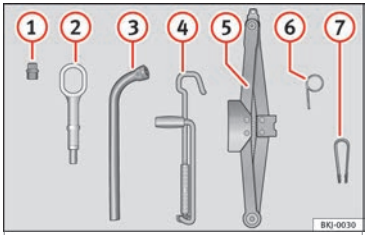
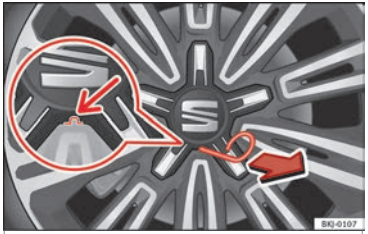

**Fig. 77** Underneath the floor panel of the luggage compartment: vehicle tool kit.
**Fig. 79** Removing the central wheel trim.
- Attach the wire hook (vehicle tools ››› **Fig. 77** 6) to one of the chambers of the central wheel trim.
- Attach the wire hook (vehicle tools ››› **Fig. 77** (6)) to the housing provided for this ››› **Fig. 79**.
- Pull on it to remove the trim ››› **Fig. 79**.